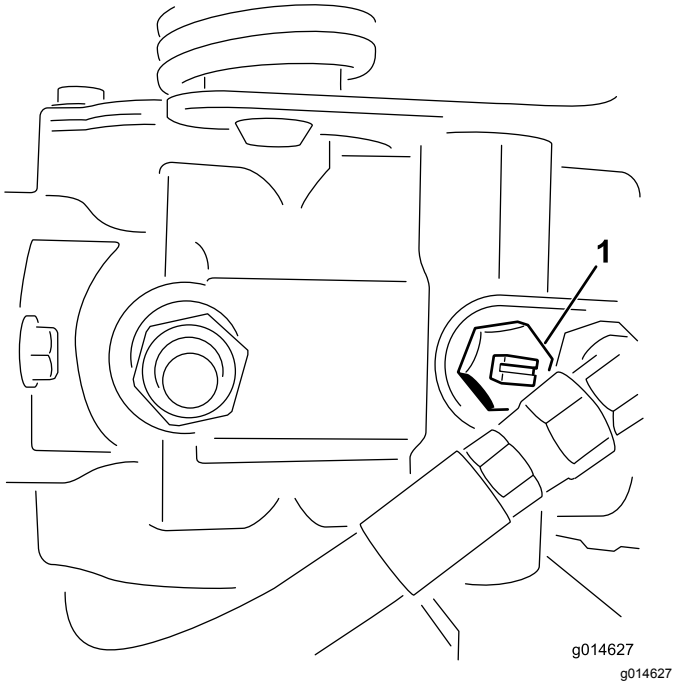

Figur 28
1. Lokalisera överströmningsventilen på pumpen och vrid den så att skåran är lodrät (Figur 28).
2. Stäng överströmningsventilen genom att vrida den så att skåran är vågrät (Figur 28) innan du startar motorn.